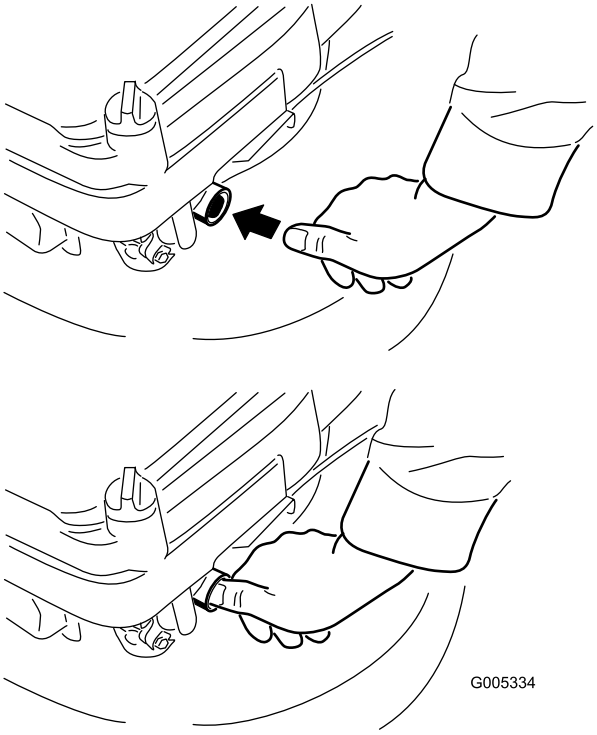

Figure 12
2. Firmly push in the primer once with your thumb (Figure 12).